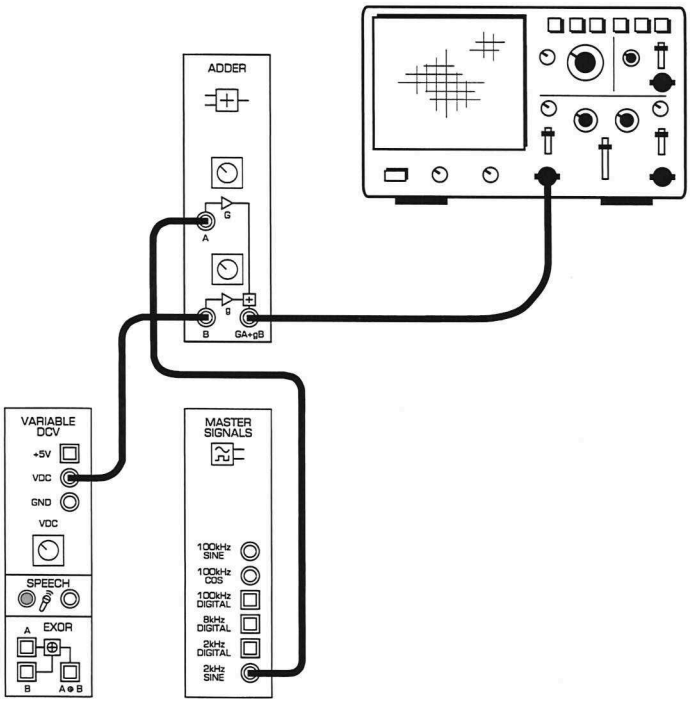

Figure 3
4. Connect the set-up shown in Figure 3 below using the PicoScope for the oscilloscope.